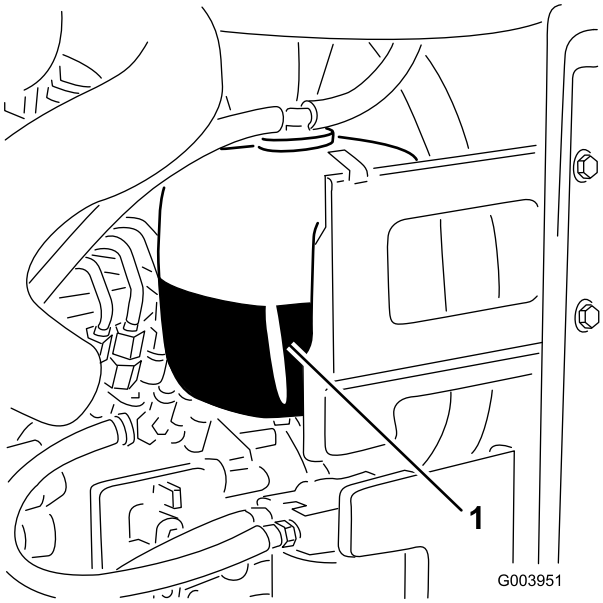

Figur 30
1. Kontrollera kylvätskenivån i expansionstanken (Figur 30).